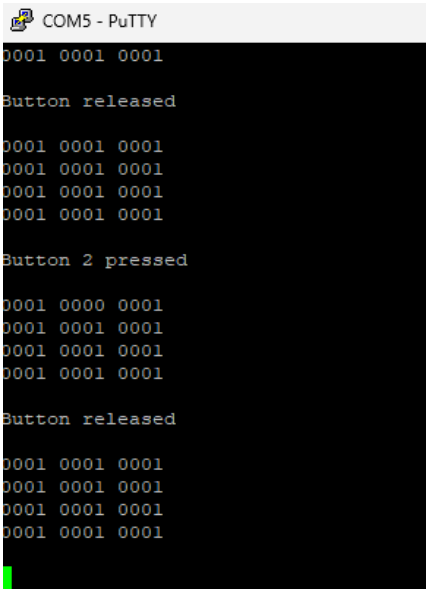

Рисунок 9 – Вивід програми
8) Додаємо вивід натиснутої кнопки в термінал, виводиться подія «Button pressed» та подія «Button released» (рис.9).